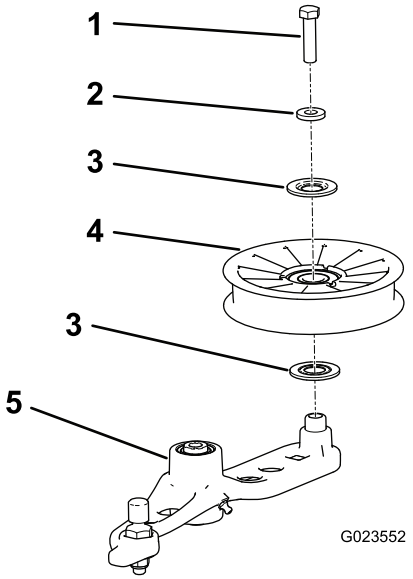

Figur 59
6. Lossa skruven som fäster den gamla remspännarskivan vid spännarmen och montera en ny skiva (Figur 59).